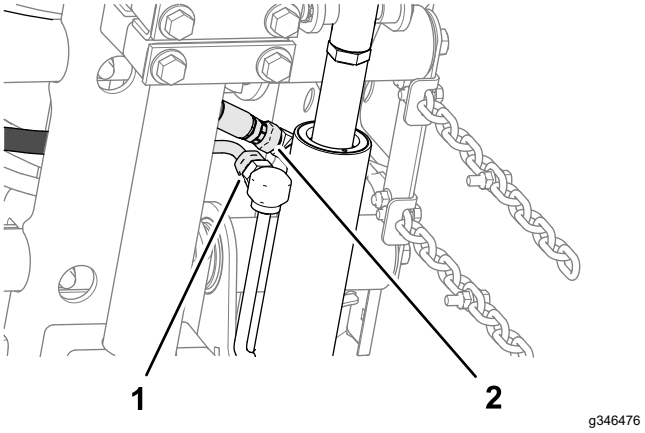

Figur 16
2. Placer en afstandsbøsning ind mellem bærepladen og monteringspladen (Figur 16), og monter pladerne og afstandsbøsningen løst med en bræddebolt (⅜" x 1¼") og flangelåsemøtrik (⅜").